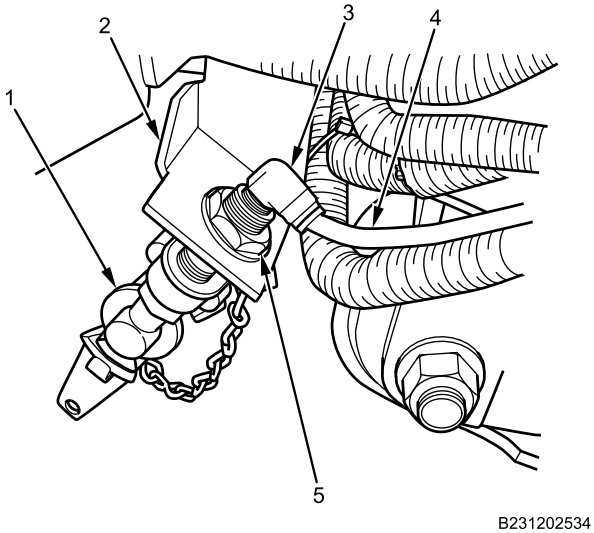

Figure 2. Gladhand.
2. Install gladhand (Figure 2, Item 1) into bracket (Figure 2, Item 2) with new lockwasher and nut (Figure 2, Item 5). Tighten and secure.
4. Install elbow fitting (Figure 2, Item 3) into gladhand (Figure 2, Item 1). Tighten and secure.
5. Connect air line hose (Figure 2, Item 4) into elbow fitting (Figure 2, Item 3).